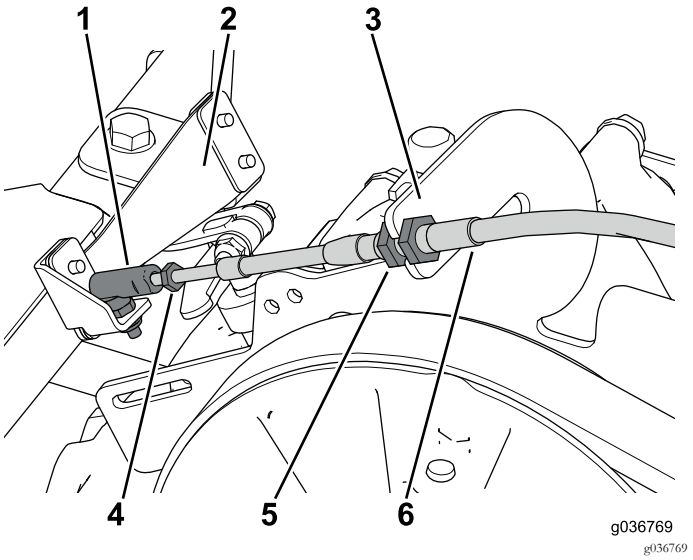

Figura 35
2. Avvitate il gruppo del giunto a sfera sul cavo del cambio e fissatelo al gruppo del braccio del cambio (Figura 35).